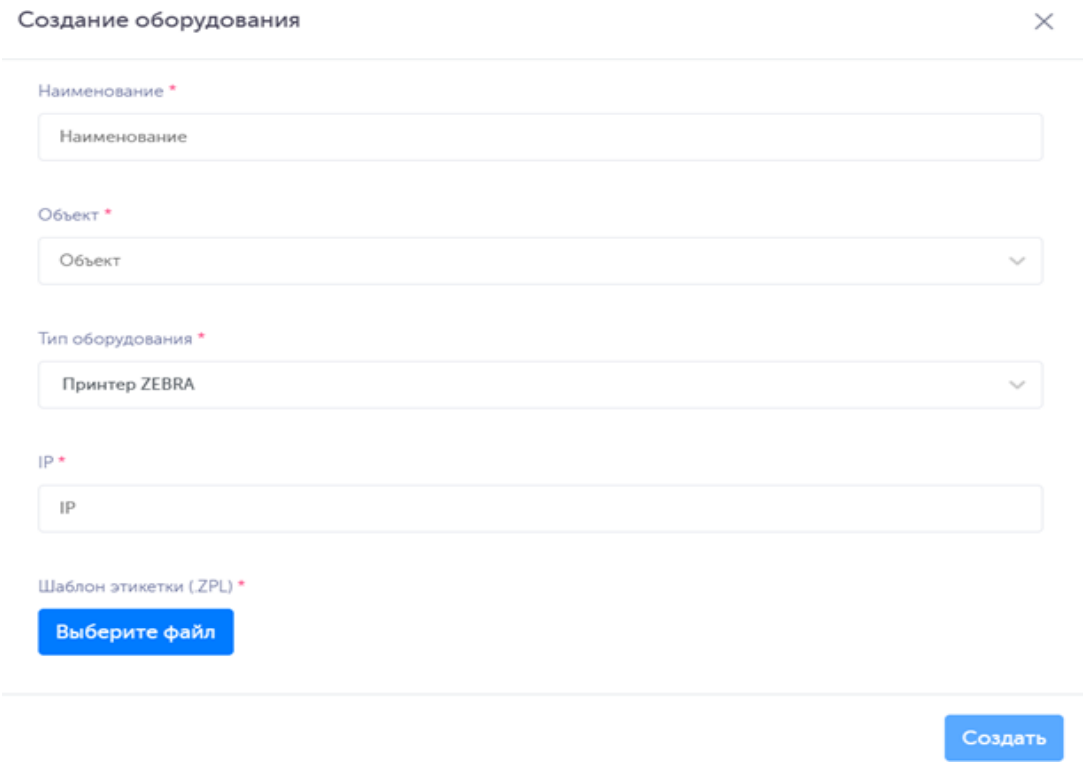

Рисунок 2-129
2) в открывшейся форме «Создание оборудования» (Рисунок 2-129) заполнить соответствующие поля;